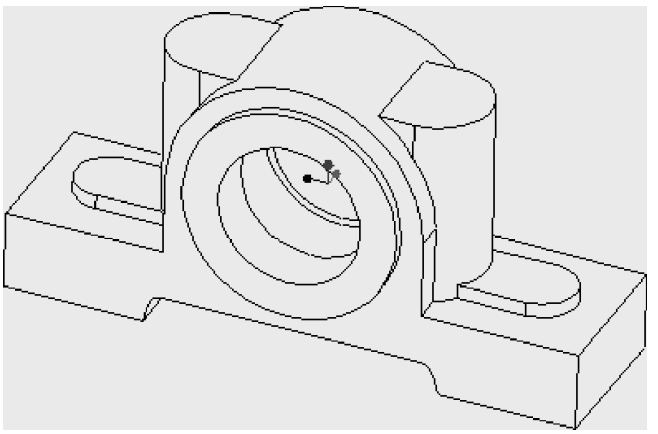

图 3-34 使用旋转特征切割轴承装配孔后的基座
(9) 在【旋转】操控面板中单击【反转】按钮，调整材料的移除方向。
(10) 预览无误后单击 ✔ 按钮，完成旋转特征的创建，结果如图 3-34 所示。